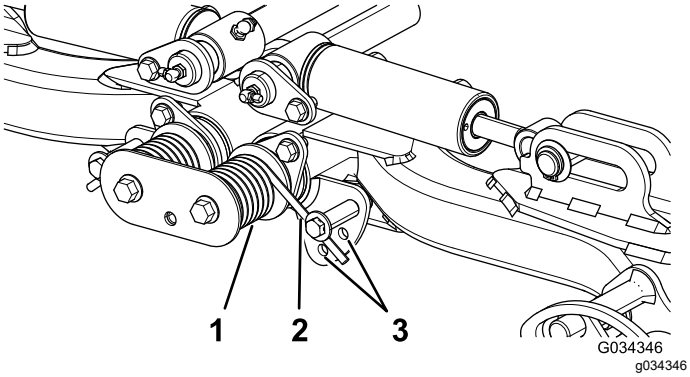

**Figur 34**
2. Sæt et rør eller lignende ind i den lange fjederende for at slække fjederspændingen under justering (Figur 34).
3. Fjern bolten og låsemøtrikken, som fastgør fjederaktuatoren til beslaget, mens fjederspændingen slækkes (Figur 34).